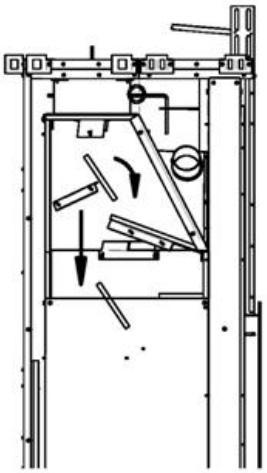

**Figure 40.4**
4. Mettez la pièce à la verticale pour la sortir de la chambre de combustion. **Figure 40.4**